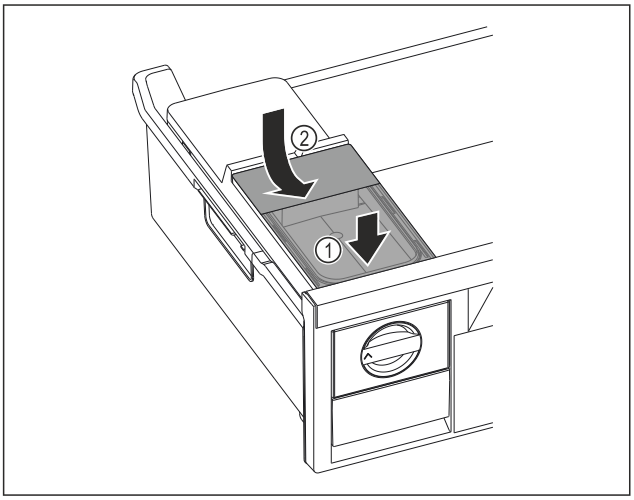

Fig. 126
▶ Aseta vesisäiliö edestä. *Fig. 126 (1)*
▶ Laske vesisäiliö taakse alas. *Fig. 126 (2)*